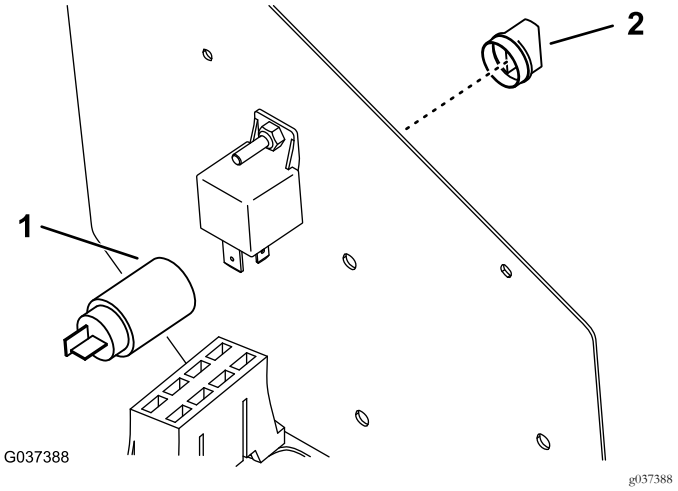

図 11
7. コントロールパネルから打ち抜きプラグを打ち抜いて外す 図 11。